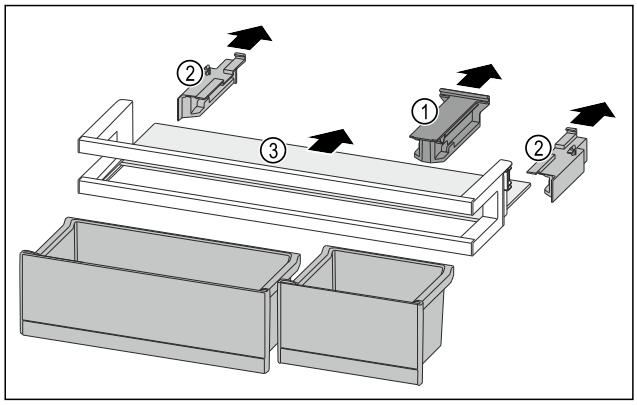

Fig. 250
- ▶ Bevestigingsdeel *Fig. 250 (1)* wegtrekken.
- ▶ Zijdelen *Fig. 250 (2)* wegtrekken.
- ▶ Draagplateau *Fig. 250 (3)* verwijderen.